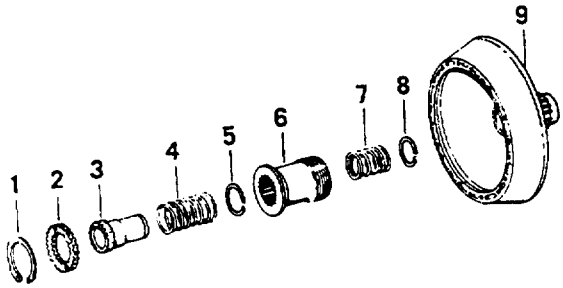

Figure 6. Coupling Lock, Turbine Shaft – Assembly
12. COUPLING LOCK, TURBINE SHAFT – ASSEMBLY. (Figure 6)
a. Install retaining ring (5, Figure 6) in groove inside coupling (6).
b. Install front spring (4) over lock (3).